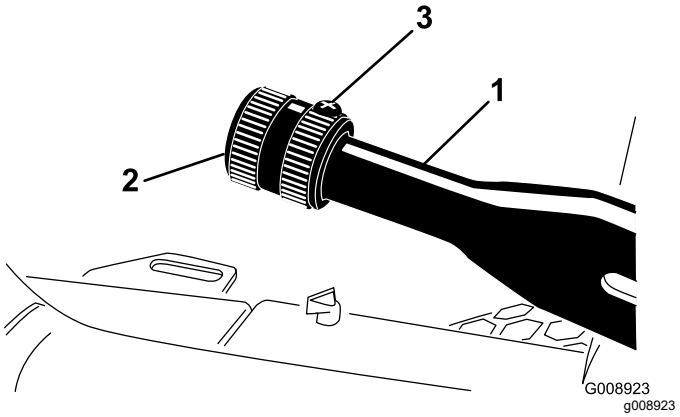

Figur 61
1. Løsn sætskruen, der fastgør skruen til parkeringsbremsehåndtaget (Figur 61).